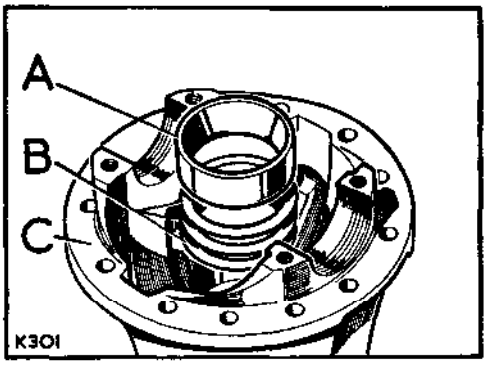

**Fig. E1-60. Bearing outer race, pinion end**
1. Press the pinion end bearing outer race, together with the shims previously determined for pinion height setting, into the pinion case. See Fig. E1-60.